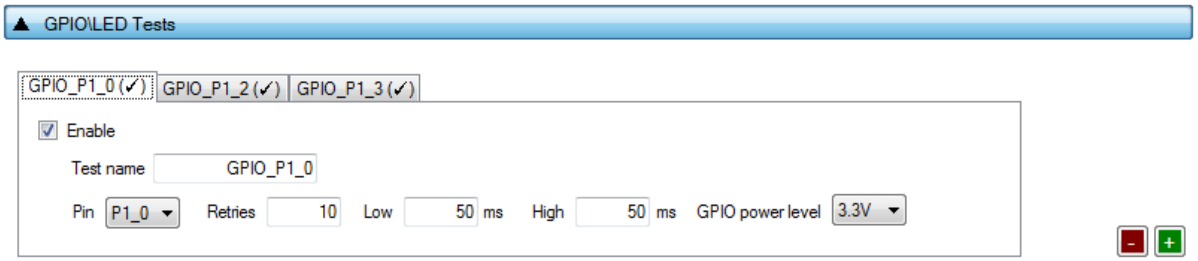

**Figure 93: GPIO/LED Tests - DA1469x**
*GPIO/LED Tests* can have multiple instances with different settings. Tests can be added or removed using the two buttons (e.g. - and + in Figure 93) at the bottom right side of each panel.